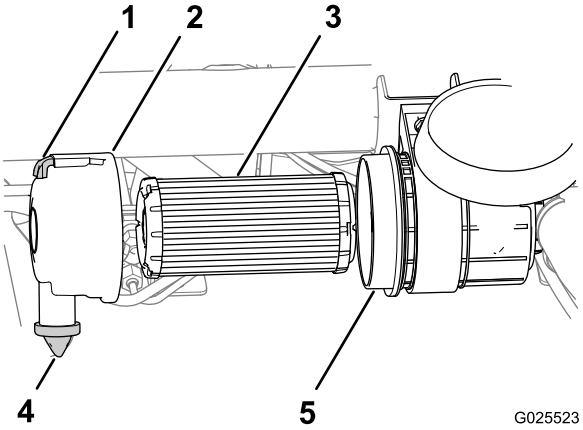

Figur 52
1. Træk låsen udad, og drej luftfilterdækslet mod uret (Figur 52).
3. Afmonter luftfilteret fra huset (Figur 52).
4. Tør luftfilterdækslets og -husets indvendige overflade af (Figur 52).
5. Fjern gummistøvventilen fra dækslet (Figur 52).
6. Rengør åbningen til udblæsning af snavs i luftfilterdækslet, støvventilfordybningen, og udskift derefter støvventilen (Figur 52).
8. Isæt det nye luftfilter ved at trykke let på den udvendige kant af filteret og skubbe det på plads i luftfilterhuset (Figur 52).
9. Ret luftfilterdækslet ind efter støvventilen i positionen kl. seks set fra venstre ende af dækslet (Figur 52).
10. Fastgør låsen på luftfilterdækslet (Figur 52).